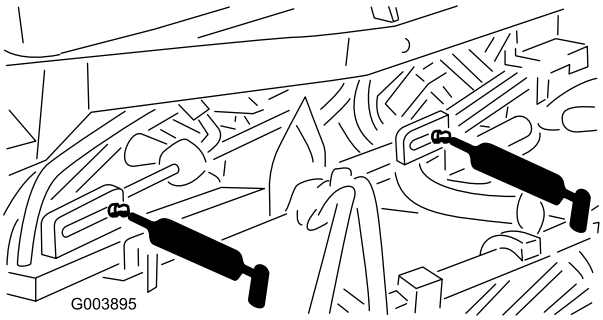

Figur 48
- Fem nipplar på lyftcylindrarna (Figur 48)